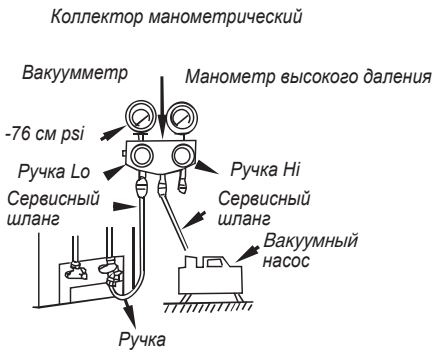

Рис. 2.24
2. Подсоедините сервисный шланг вакуумметра к сервисному порту вентиля (рис.2.24).